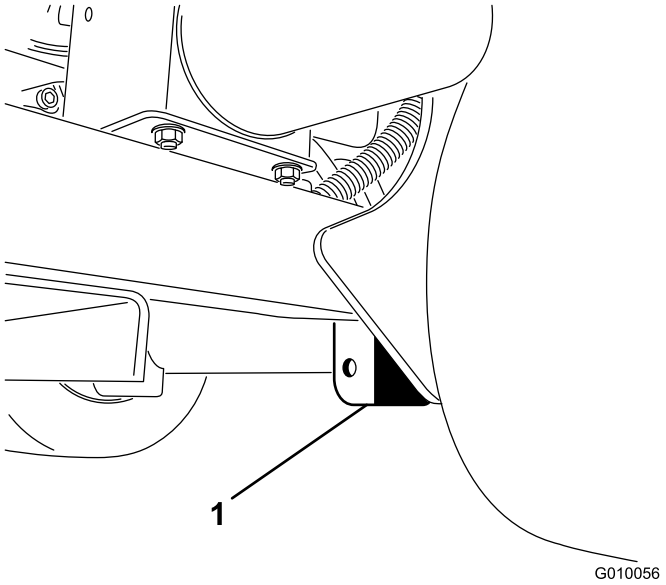

**Figur 42**
2. Plasser jekken trygt under rammeplaten, rett på innsiden av bakhjulet (Figur 42).